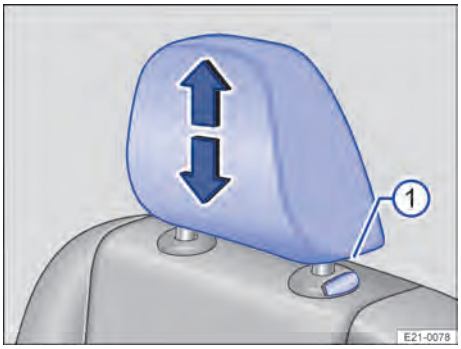

Bilde 73 Bakseter: Ta ut hodestøtte.
— Hold inne tasten → Bilde 73 ① og trekk hodestøtten helt ut.